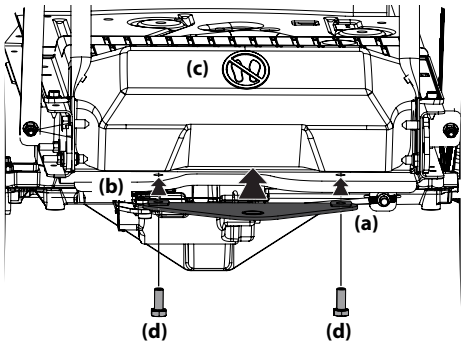

Figura 2-12
1. Deslice la placa de enganche (a) entre el marco (b) y la cubierta trasera (c) de su jinete. Vea Figura 2-12.
2. Cuando los orificios de la placa de enganche (a) y del bastidor (b) estén alineados, instale los dos tornillos hexagonales (d) a través del bastidor (b) y en la placa de enganche (a). Vea Figura 2-12.